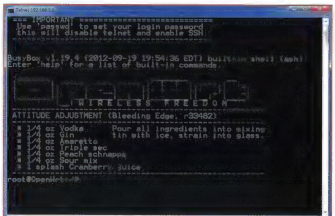

Fig.4: this is what you see when you first connect to the WR703N using telnet after the new firmware has been installed (see Step 9).
STEP 9: assuming the last step worked correctly, your computer will again be assigned an IP address in the same range as before (192.168.1.x). If so, it's now time to set up OpenWRT's web interface and WiFi networking and this has to be done by first running the command **telnet 192.168.1.1** in a command prompt window – see Fig.4.